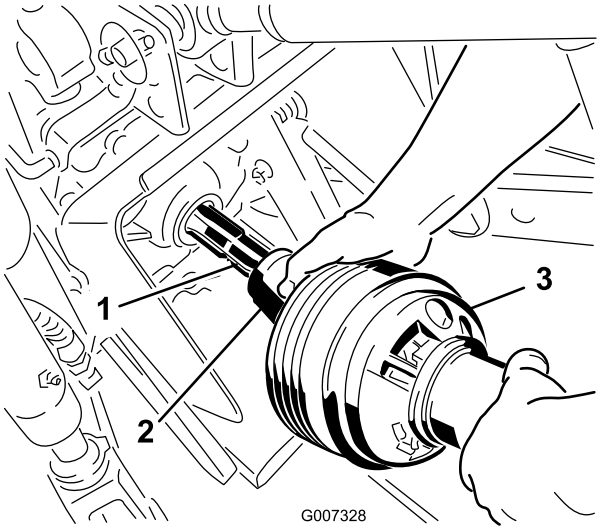

Figur 21
3. Anslut kraftuttagsaxeln till traktorns kraftuttagsaxel (Figur 21).